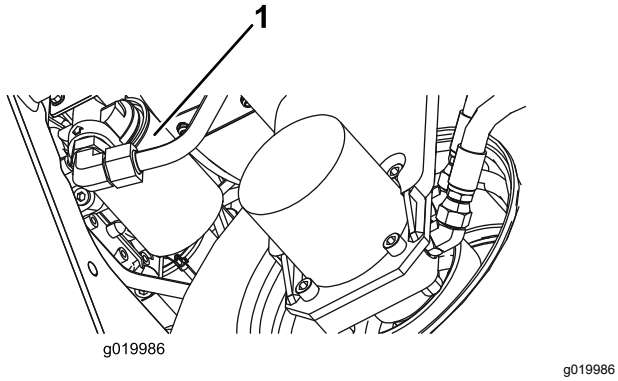

**Figur 77**
2. Rengör runt området där filtret ska monteras. Placera ett avtappningskärl under filtret (Figur 77) och avlägsna filtret.